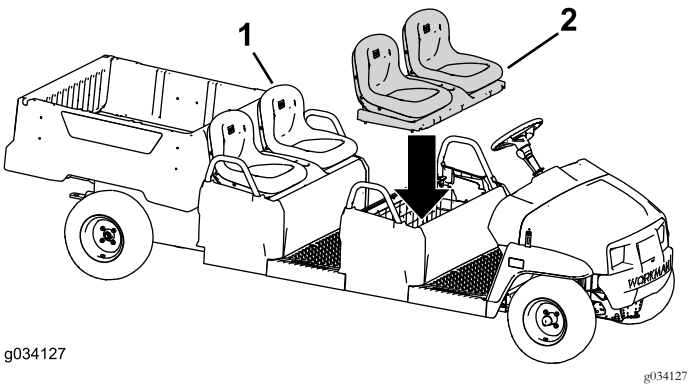

Figura 99
2. Instale el conjunto de asiento original en la fila trasera (Figura 99).
3. Instale el conjunto de asiento en la fila delantera (Figura 99).